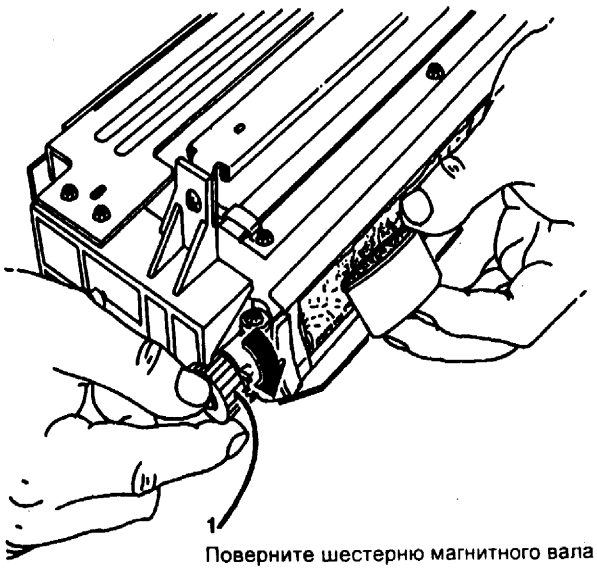

Рис. 4 Добавление проявителя для формирования кисти
3. (Рис. 4) Насыпьте немного проявителя в колпачок. Используя проявитель в колпачке, сформируйте кисть по всей длине магнита над магнитным валом. Этот материал образует "щеточное" уплотнение между проявителем и фоторецептором.